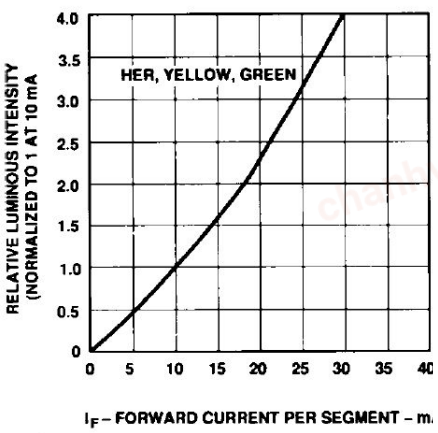

Figure 6. Relative Luminous Intensity vs. DC Forward Current.
1. See Figure 6 to establish pulsed conditions.